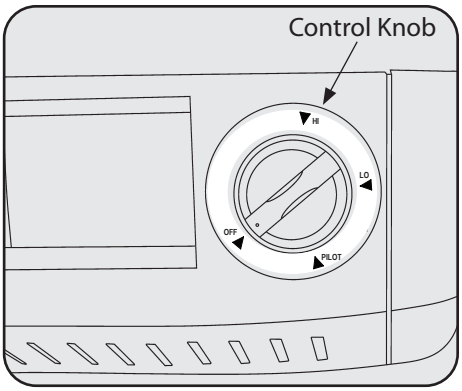

Figure 15
3. Push in gas control knob and slightly turn clockwise ↷ to the OFF position See Figure 15.